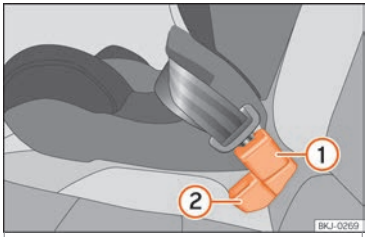

Fig. 28 Posição do fecho do cinto no banco traseiro
- Coloque o fecho do cinto do lugar central ››› **Fig. 28** ① por trás do fecho do cinto do lugar lateral ››› **Fig. 28** ②.
- Engate a lingueta do cinto de segurança do lugar central no fecho do cinto do lugar central ››› **Fig. 28** ① até ouvir o encaixe.
- Para que os cintos fiquem corretamente colocados, os fechos não devem estar torcidos ››› **Fig. 28**.